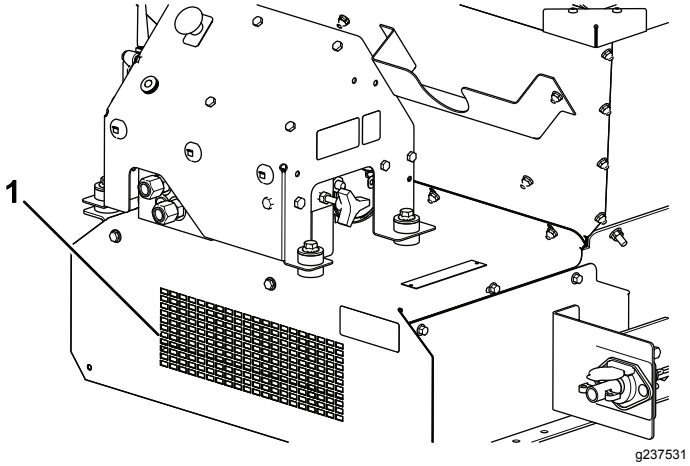

Figur 58
10. Leta reda på rengöringsdekalen på maskinens framsida (Figur 57) och spruta genom det främre skyddets galler med en trädgårdsslang tills allt material är bortspolat (Figur 58).